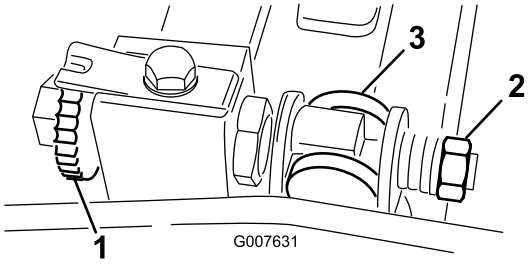

Figuur 55
1. Draai de stelschroef van de ondermesbalk linksom om het ondermes weg te trekken van de messenkooi (Figuur 55).
2. Draai de veerspanningsmoer uit totdat de drukring niet meer tegen de ondermesbalk is geklemd (Figuur 55).